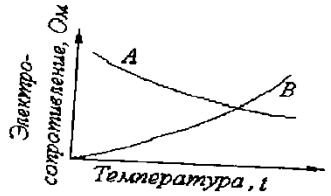

Рис. 1
12. Какому материалу может принадлежать кривая В зависимости электросопротивления от температуры (рис. 1)?
13. Какому материалу может принадлежать кривая А зависимости электросопротивления от температуры (рис. 1)?